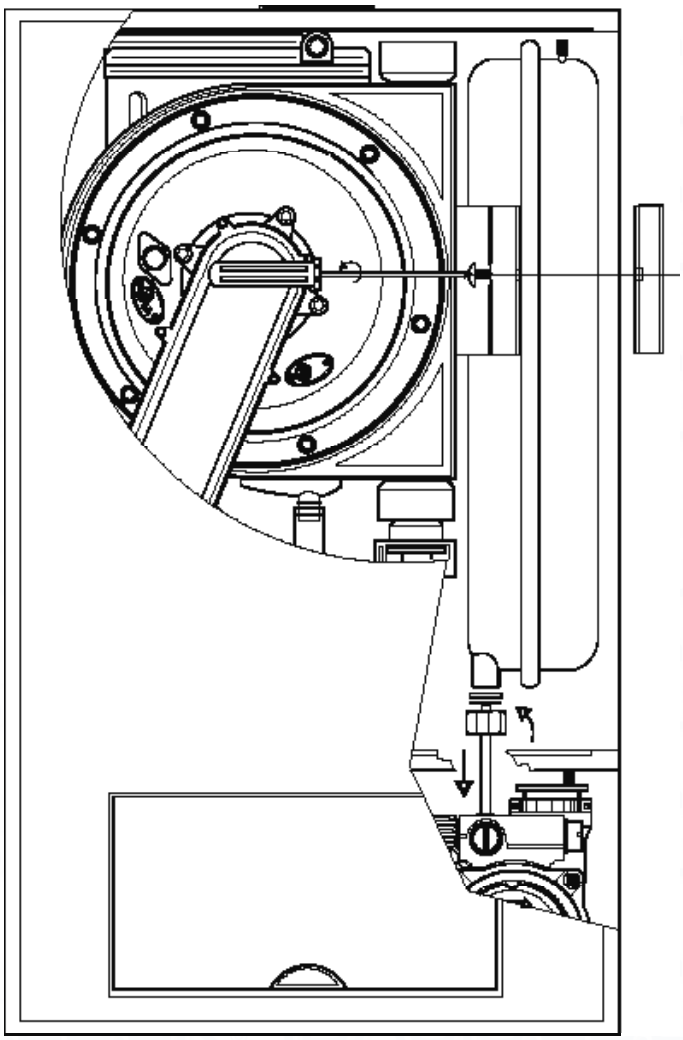

Fig.39
8.12 TO REMOVE/REPLACE EXPANSION VESSEL (Fig.39).